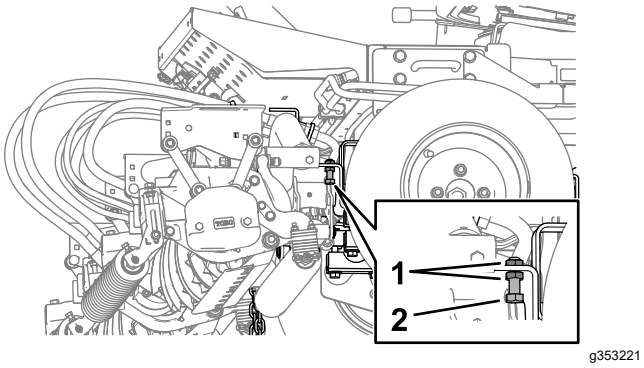

Rysunek 28
1. Po obu stronach maszyny poluzuj przeciwnakrętki i odkręć śruby ogranicznika ramienia podnoszącego (Rysunek 28).